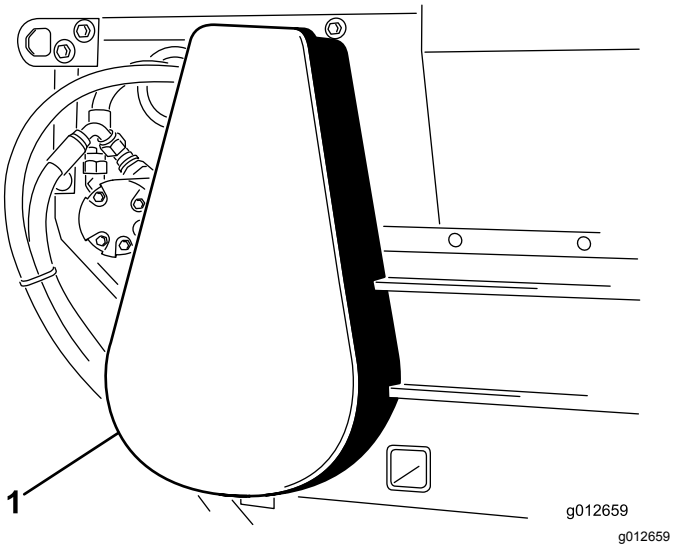

**Figur 34**
3. Monter kædedækslet (Figur 34).